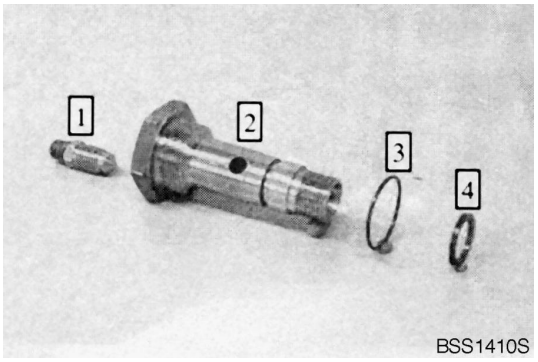
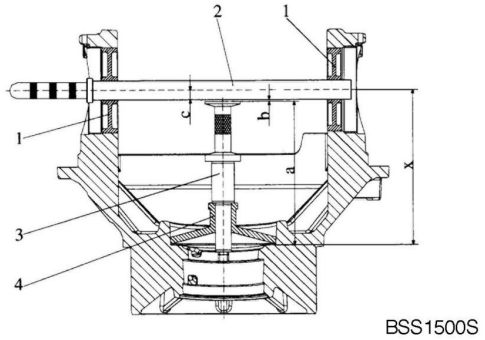

Figure 138
Figure 147
NOTE: *Repeat step (Figure 138 thru Figure 147) on both output sides.*
10. Install adapter pieces(1) and preliminarily fasten the bearing bracket using hex screws.
Then install stop washer (4) and measuring pin (3) and assemble measuring shaft (2) (see Figure 147).